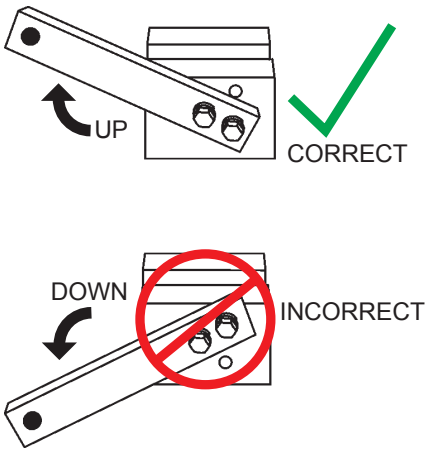

Figure 78. Fixture Arm Position (UP)
2. Make sure the fixture arm is in the **UP** position (Figure 78).